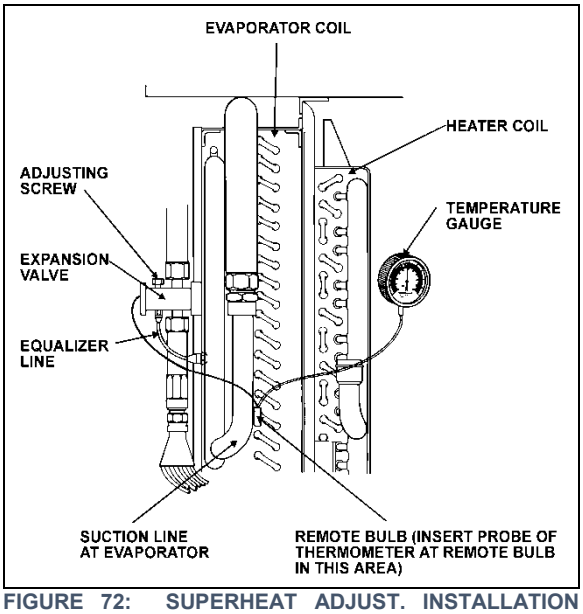

**FIGURE 72: SUPERHEAT ADJUST. INSTALLATION** 22046
3. Use a remote reading thermometer or thermocouple / multimeter to measure temperature at the evaporator outlet line near the existing remote bulb (Figure 72).